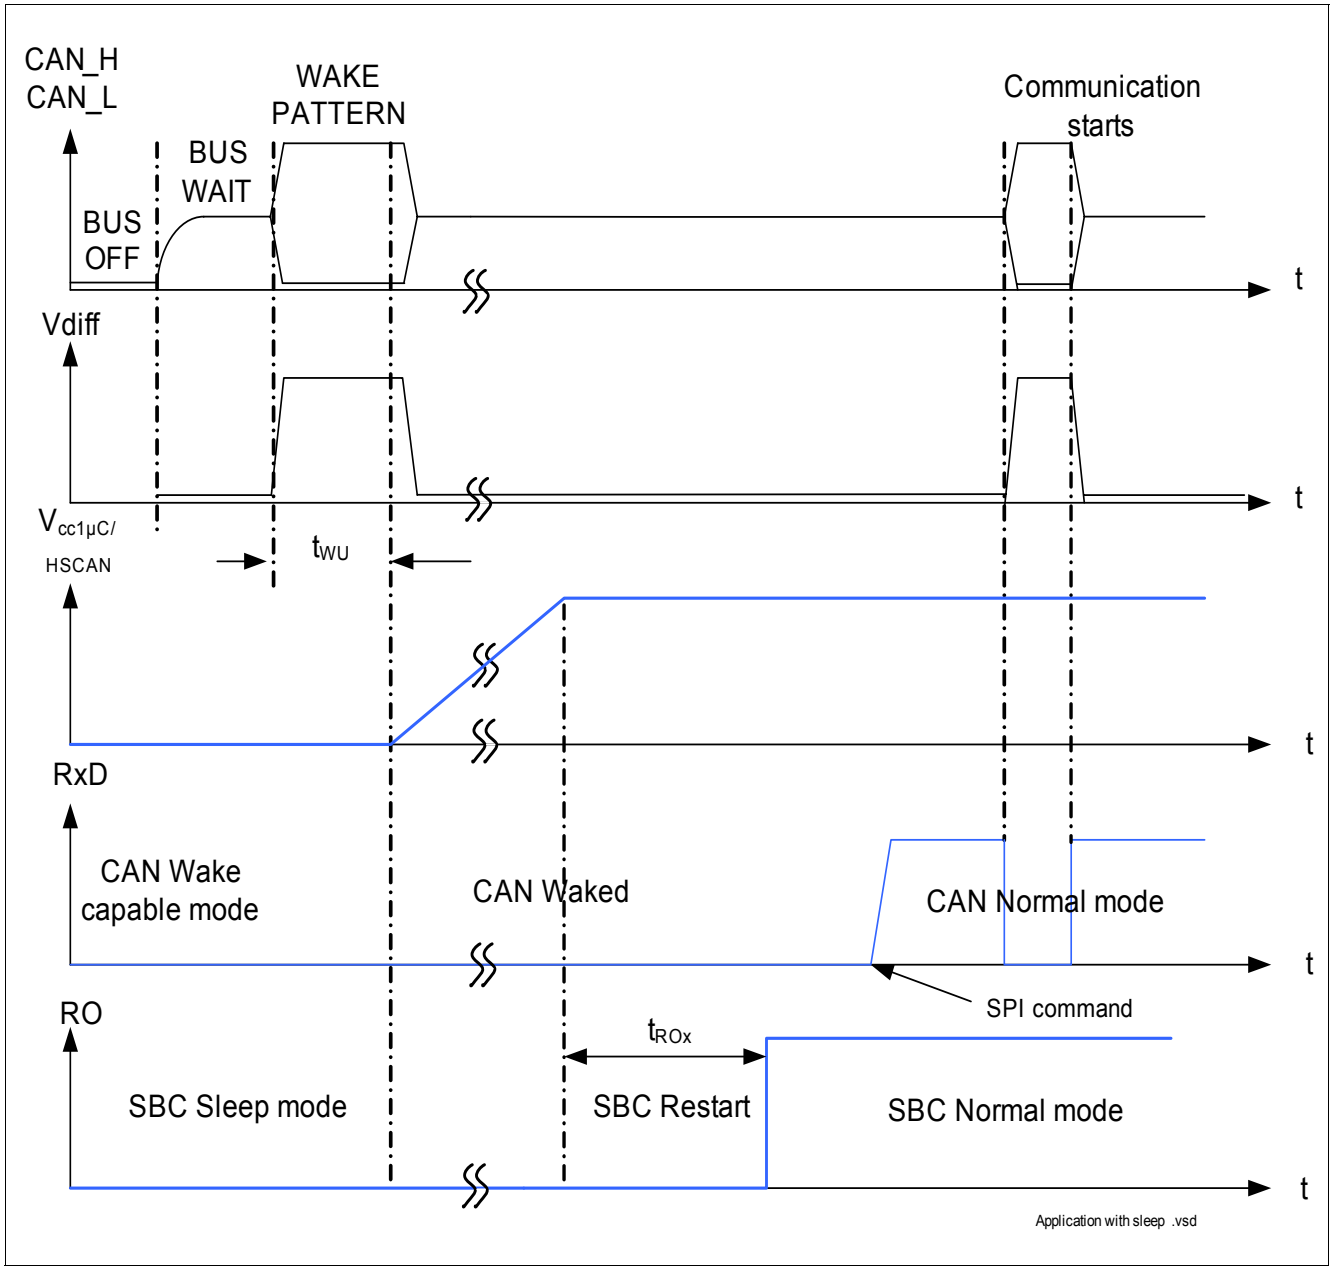

Figure 11 Timing during Transition from Sleep to Normal Mode
Refer to **Figure 11** for a description of the matching of the transceiver modes with the SBC mode.
Wake-up is possible via a CAN message (filtering time t > t_{WU}), it automatically transfers the SBC into the SBC Restart Mode and from there to Normal Mode the RxD pins in set to LOW, see **Figure 11**. The microcontroller is able to detect the low signal on RxD and to read the wake source out of the “Wake Register Interrupt” register (000) via SPI. No Interrupt is generated when coming out of Sleep Mode.
In SBC Sleep Mode, a wake-up on the CAN cell will set the SBC to Restart Mode automatically if the CAN Wake Capable Mode of the SBC is selected via SPI. Figure 11 shows the typical timing.